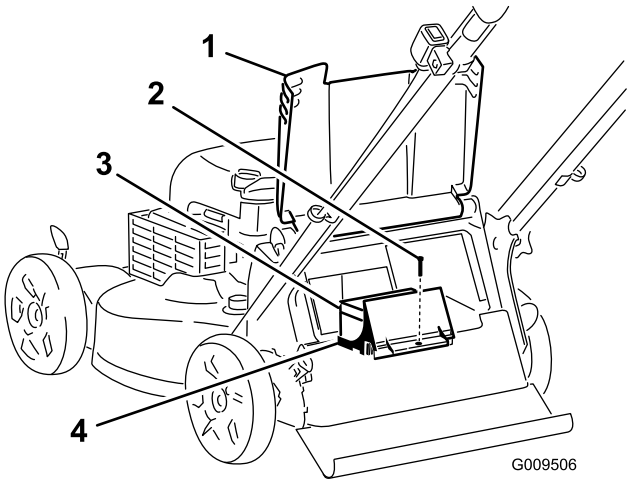

Figura 25
1. Sollevate il deflettore posteriore e individuate il vano batteria (Figura 25).